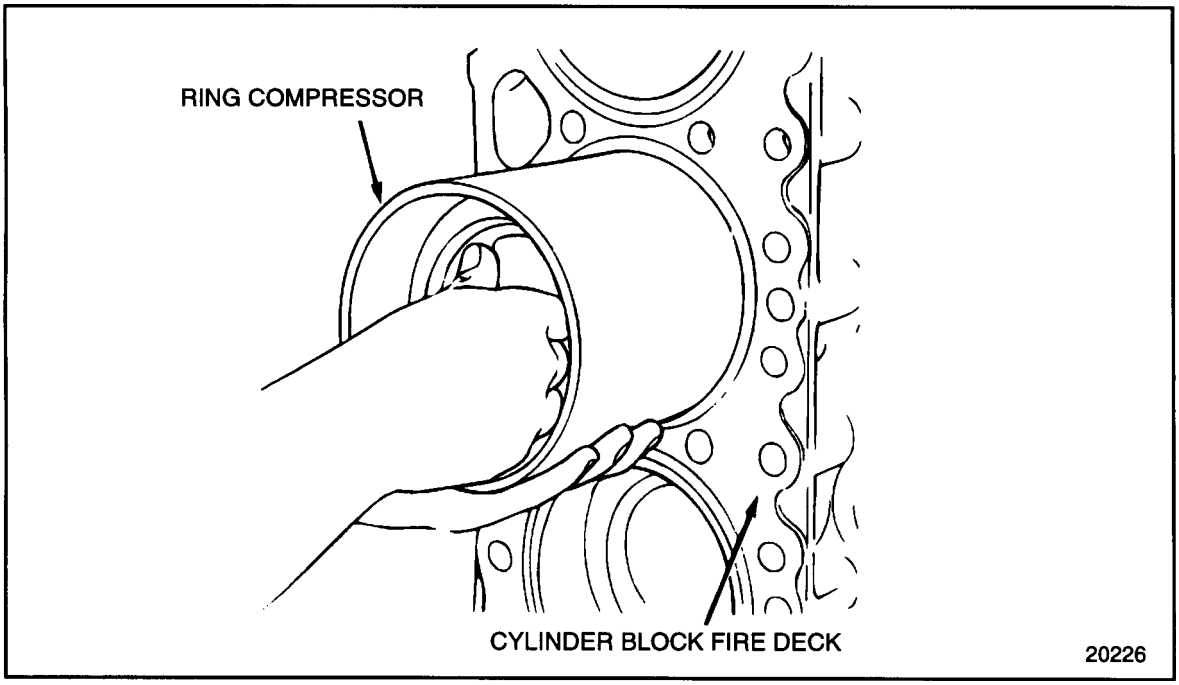

Figure 1-301 Use of Ring Compressor
15. Position the ring compressor, with piston and connecting rod inside, into the proper cylinder until the ring compressor is resting squarely on the cylinder liner. See Figure 1-301.